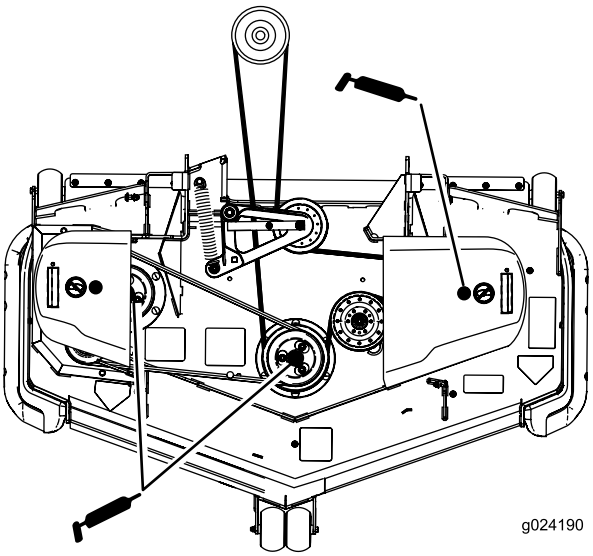

Figur 37
3. Smörj de tre spindellagren tills smörjfett tränger ut ur de nedre tätningarna (Figur 37).
5. Smörj drivremmens mellandrevsarm (Figur 37).